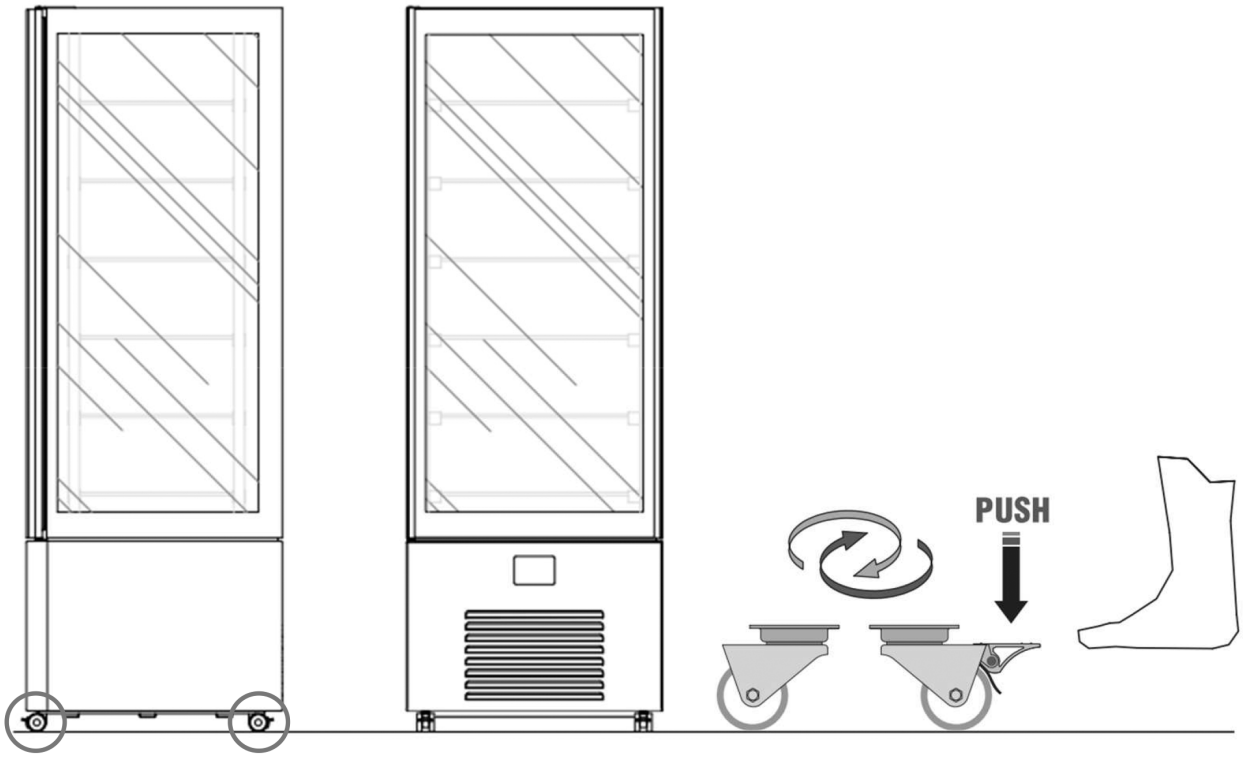

fig. 12
- The equipment is equipped with four (4) pivoting wheels with brake to facilitate handling. It is absolutely necessary after positioning to stabilize the floor equipment by locking the brakes of the wheels (Fig.12).